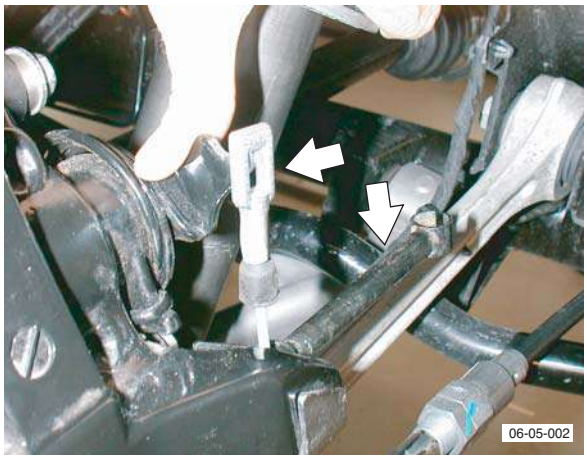

Fig. 2
11. Release inner cable eyelets from Caliper levers, compress ring clip and remove cable (see Fig. 2).